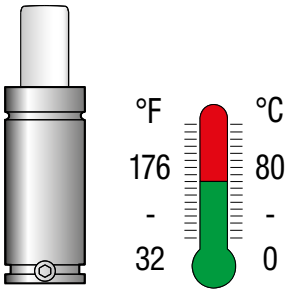

Fig. 9
- É proibido carregar o cilindro com gases que não sejam azoto N2. (fig. 9)